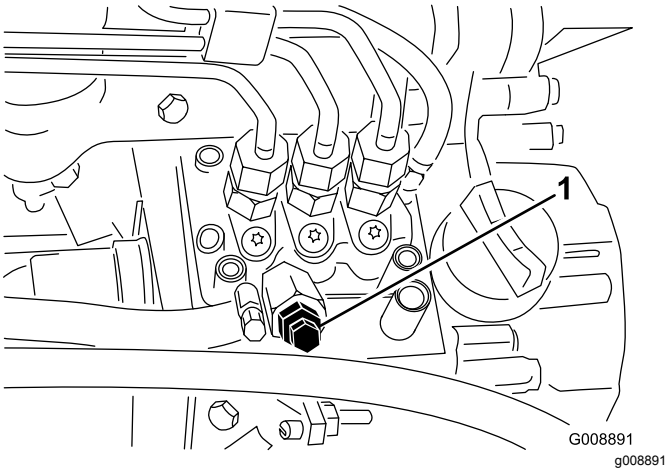

Figuur 42
4. Draai de ontluchtschroef op de brandstofinjectiepomp open (Figuur 42).